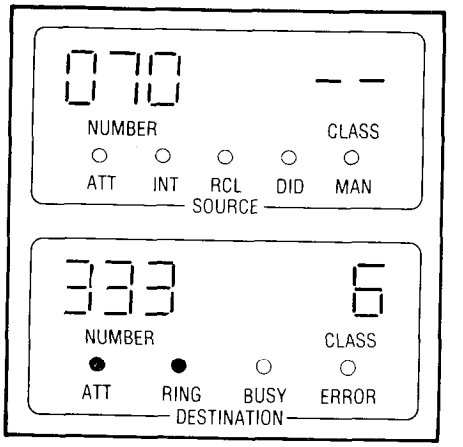

Fig. 351-2
- SOURCE display (Fig. 351-2) shows the equipment number of the calling trunk
EXTEND CALL TO TEST STATION (FIG. 351-2)